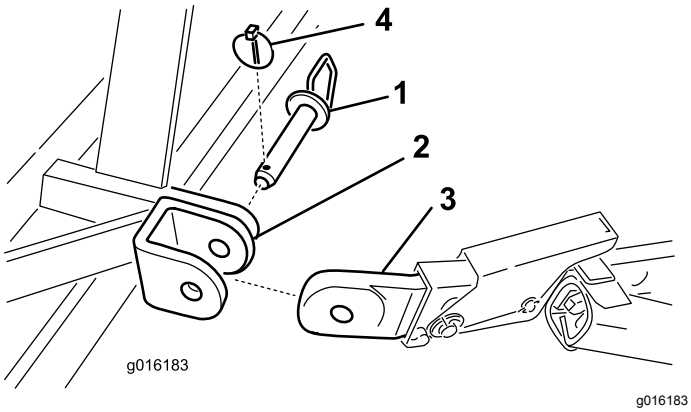

Figur 4
5. Fest nedre leddarmer på luftemaskinens monteringsbraketter med festetapper og ringstifter (Figur 4).